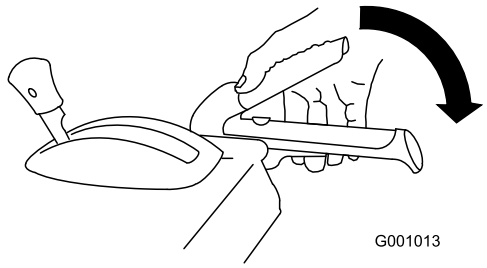

Figur 31
1. For å aktivere spiralblads-/viftehjulsdrivverket, klem den høyre spiralblad-/viftehjulfunksjonsspaken til håndtaket (Figur 31).